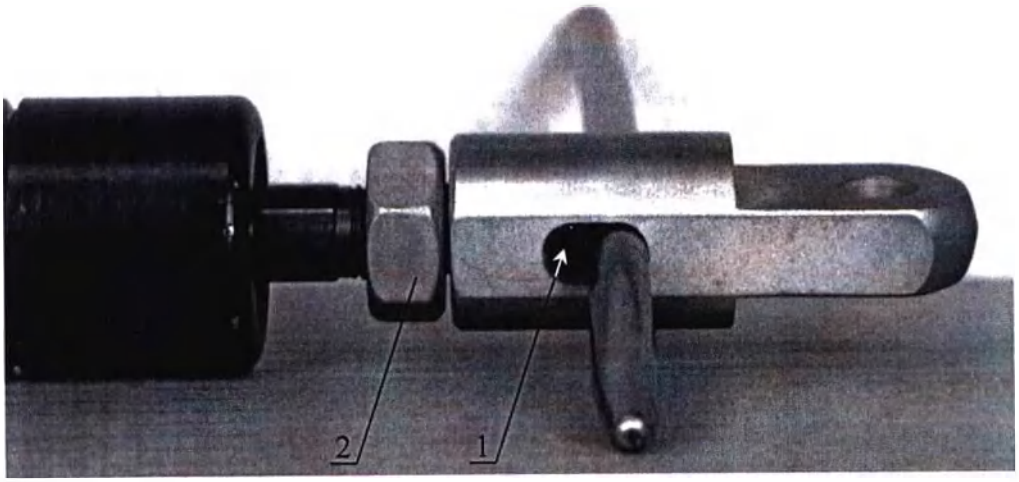

Рисунок 23. Регулировка газовых пружин.
2.5.2 Вставьте пруток ∅5 в паз головки (Рисунок 23) и вверните головку до соприкосновения фиксатором пружины 1, затяните гайку 2.